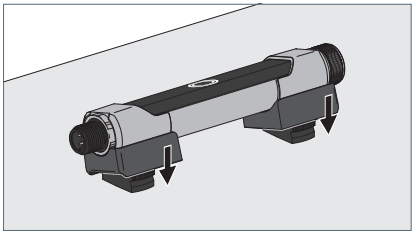

Fig. 5: Leuchte an den Befestigungselementen montieren.
▶ Setzen Sie das Gerät mit den montierten Haltern an den Befestigungselementen an und drücken Sie das Gerät nach unten, bis die Halter in den Befestigungselementen einrasten, siehe Fig. 5.